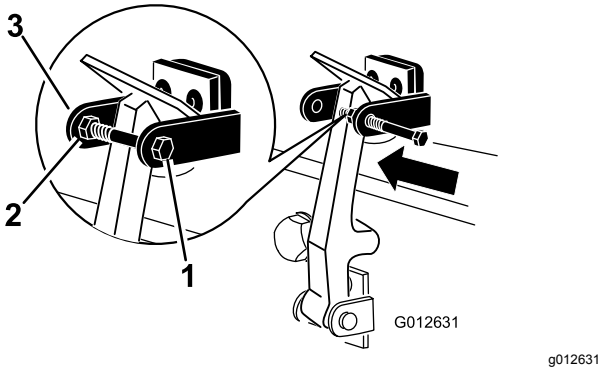

**Figur 6**
7. Skruva i bulten i den andra armen på motorhuvsspärrens fäste för att låsa spärren på plats (Figur 6). Dra åt skruven ordentligt, men dra inte åt muttern.